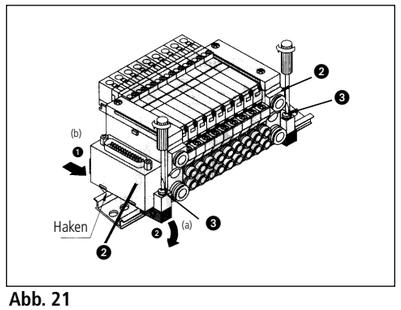

Abb. 21
Montage auf DIN-Schiene (Abb. 21)
Seite (b) ❶ (Abb. 21) der Mehrfachanschlussplatte in die DIN-Schiene
einhaken. Seite (a) (Abb. 21) herunterdrücken und die Endplatte ❷ (Abb. 21) auf die DIN-Schiene klipsen.
Die Klemmschrauben ❸ (Abb. 21) an Seite (a) der Endplatte ❷ (Abb. 21) auf das folgende Drehmoment anziehen: